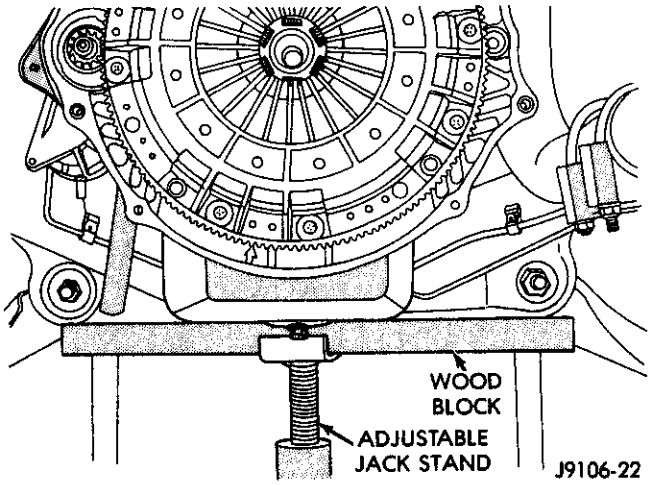

Fig. 1 Supporting Engine With Jack Stand And Wood Block (Diesel Model Shown)
(1) Raise vehicle.
(2) Remove transmission and remove transfer case if equipped. Refer to Group 21 for procedures.
(3) Remove clutch housing from engine.
(4) Support engine with wood block and adjustable jack stand (Fig. 1). Supporting engine is necessary to avoid undue strain on engine mounts.